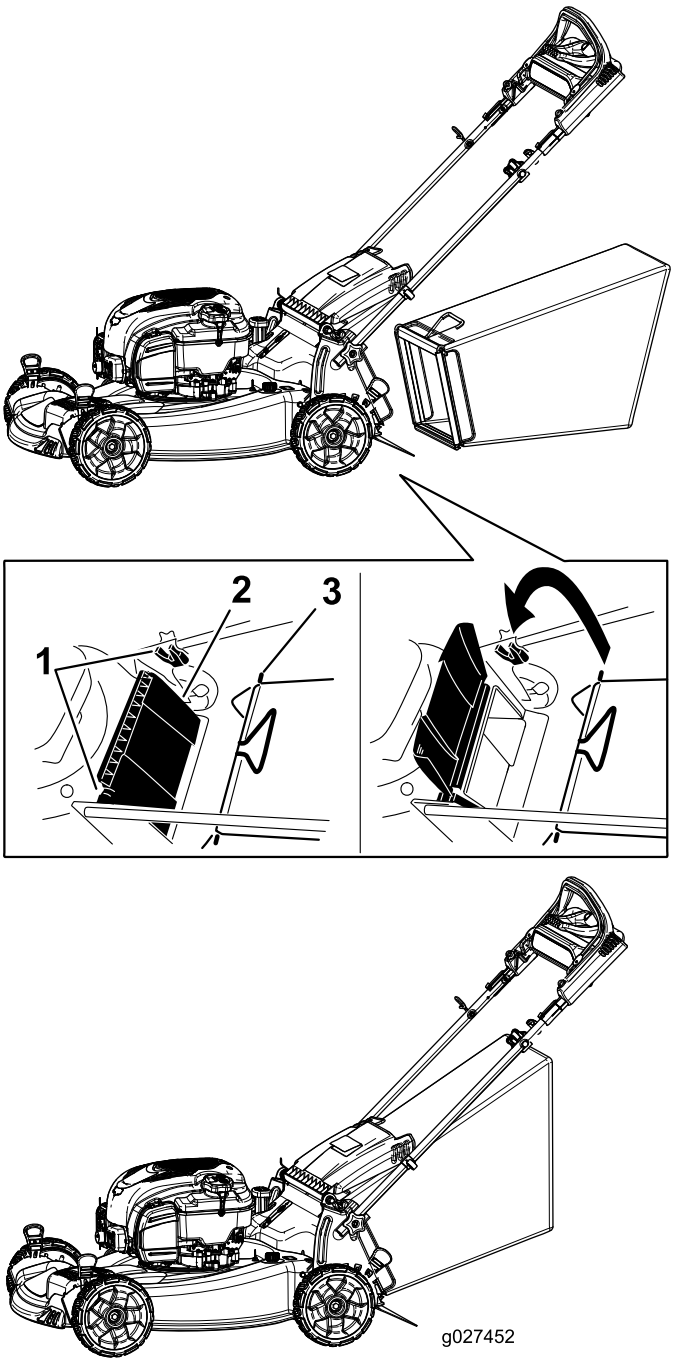

Figura 17
1. Levante y sujete el deflector trasero (Figura 17).
2. Instale la bolsa de recogida, asegurándose de que los pasadores de la bolsa descansan en las muescas del manillar (Figura 17).